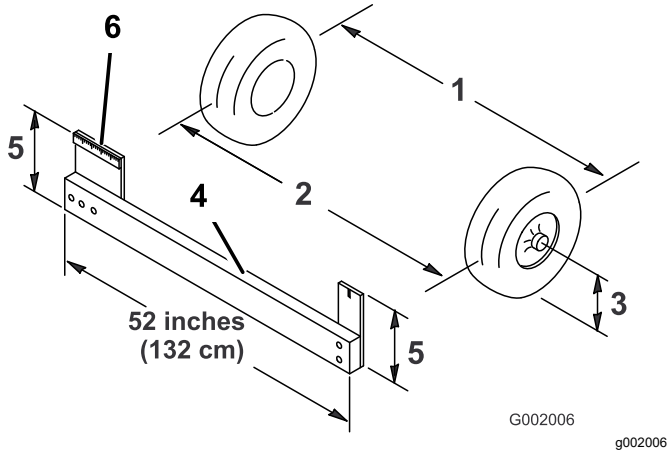

Figur 50
4. Mät avståndet mellan de båda framhjulen vid axelhöjd, både framtill och baktill på framhjulen (Figur 50).
Obs: Du behöver en fixtur eller justeringsmätare för att mäta baksidan av framhjulen i axelhöjd. Använd samma fixtur eller justeringsmätare för att noggrant mäta framdelen på framhjulen vid axelhöjd (Figur 50).